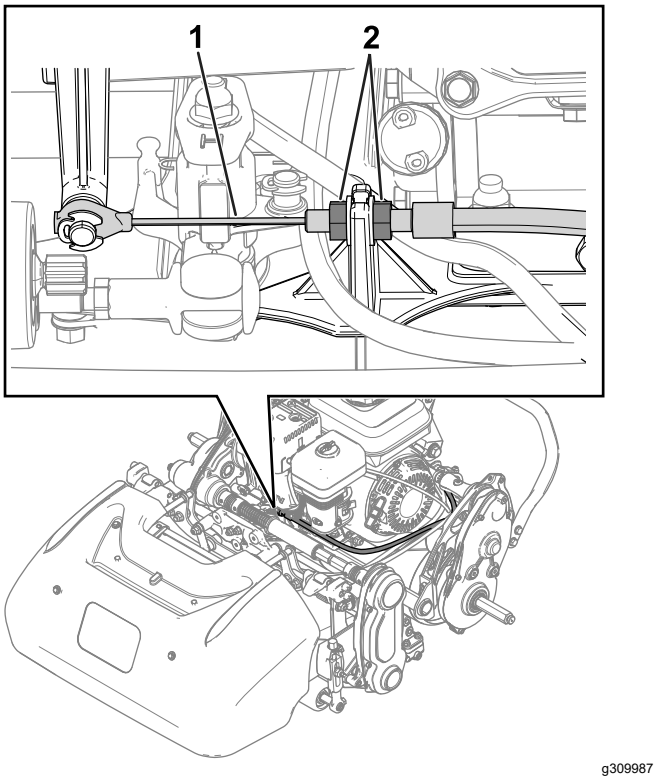
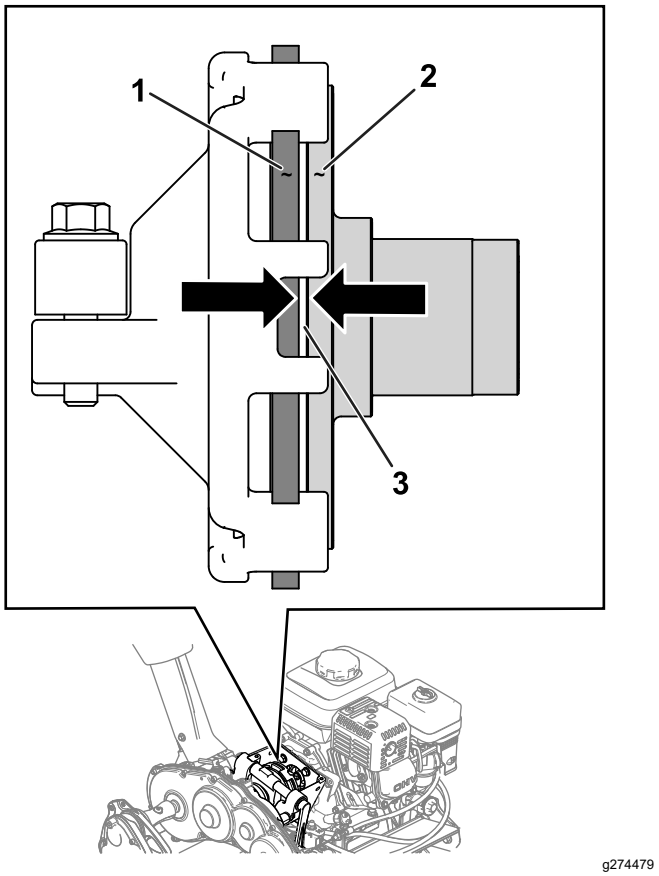

Rysunek 30
Rysunek 31
2. Poluzuj przeciwnakrętki i wyreguluj linkę napędu jezdnego tak, aby uzyskać 1,1 mm odstęp pomiędzy tarczą cierną, a płytą dociskową (Rysunek 30 oraz Rysunek 31).